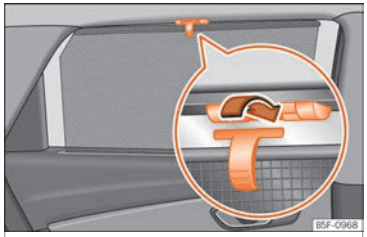

Fig. 155 Rear window: sun blind.
– Pull out the visor and hook it into the hooks in the centre of the top of the door frame ››› Fig. 155.